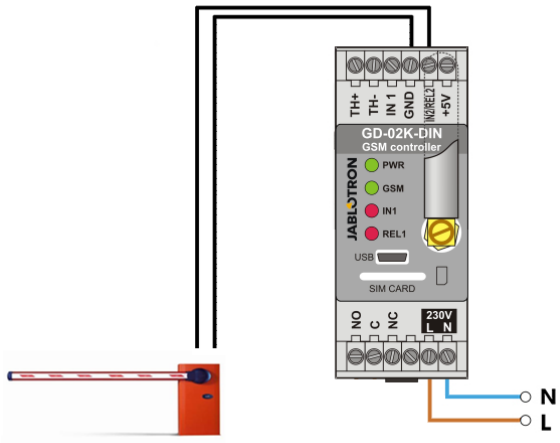

Abbildung 2: Tor-Controller GD-02K-DIN.
- Diese Anwendung benötigt eine Kontaktverbindung mit dem Ausgang REL2 / GND und dem Niederspannungseingang eines gesteuerten Tores, siehe Abbildung 2.